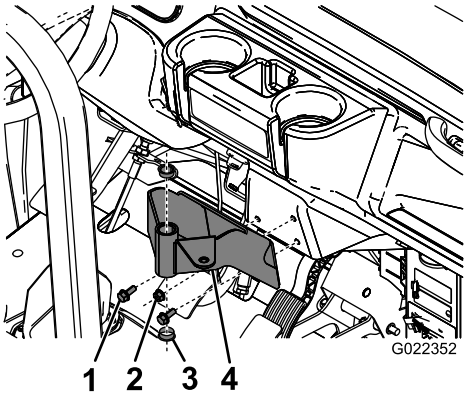

**Figur 6**
1. Monter konsollens monteringsbeslag på Workman-instrumentbrættet (eller adapterpladen) ved hjælp af tre bolte og tre flangemøtrikker som vist i Figur 6.
2. Indsæt de 2 plastikbøsninger i monteringsbeslaget (Figur 6).